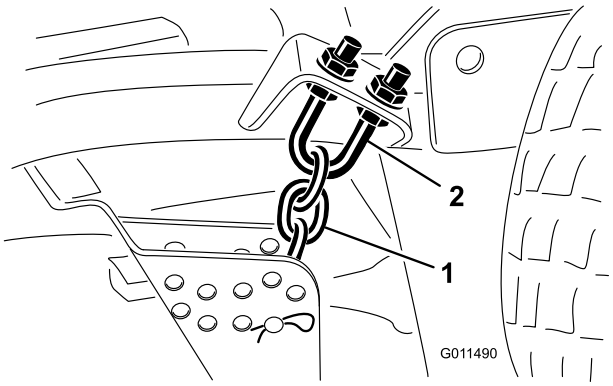

Figur 77
1. Lossa kontramuttrarna överst eller underst på klipphöjdskedjans U-bult (Figur 77).